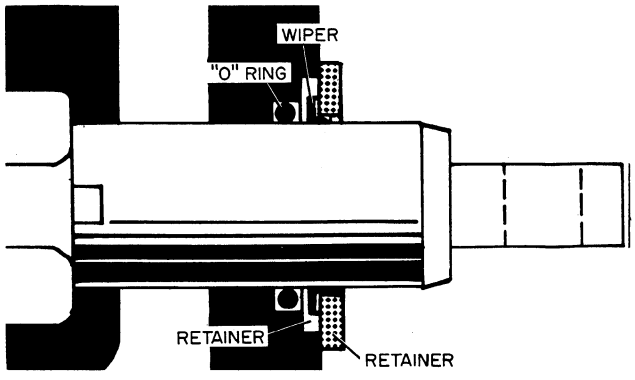

Figure D-32
3. Install the "O" ring retainer, wiper and retainer plate in the order as shown in Figure D-32 over the eye end of the Tilt Spool. Install the retainer plate, screws and washers.